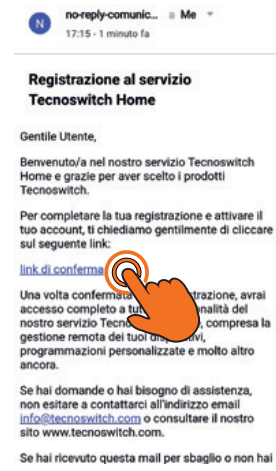
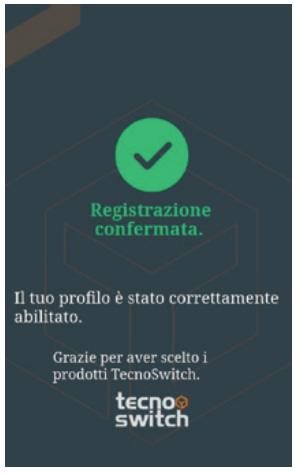

Fig.52
Fig.53
3. Il sistema invierà un'email con un link per confermare la registrazione al servizio (Fig.52). Premere sul link; una schermata confermerà l'attivazione dell'account (Fig.53).